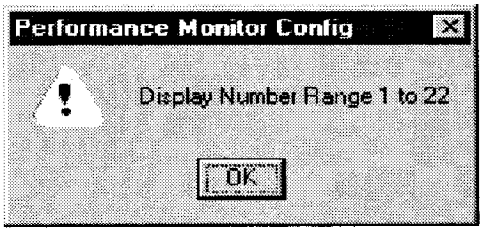

FIGURE 4-66. DP PERFORMANCE REPORT DISPLAY NUMBER OUT OF RANGE WINDOW
(1) DP Performance Report Display Number Out of Range (Figure 4-66).
(2) The display number range is dependent on the number of adapted displays.